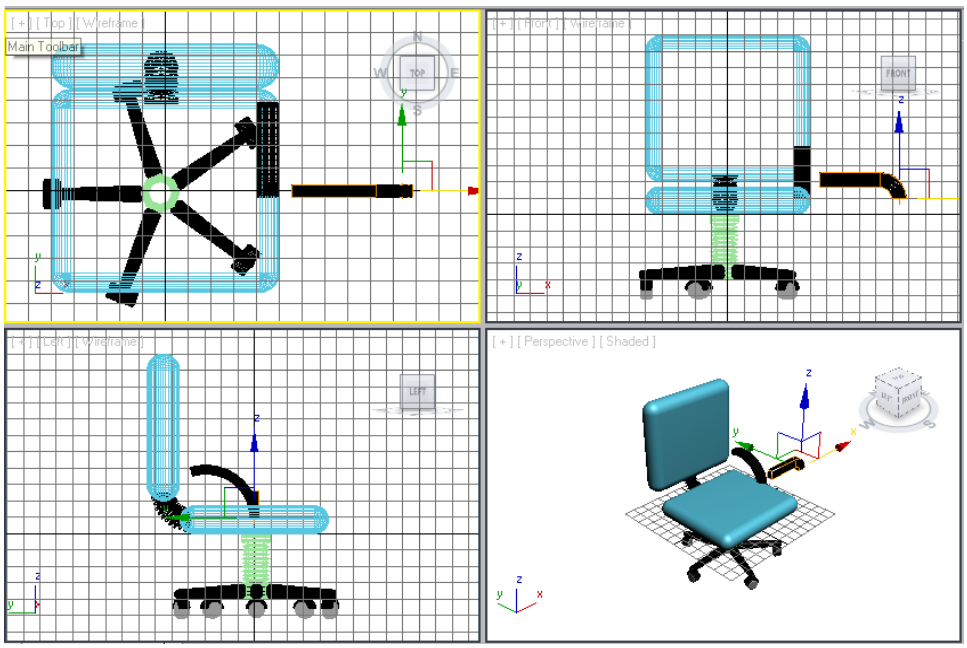

Figure 3-55 *The right hand support002 after modifying the values of the* ***Bend*** *modifier*
11. After entering the values, the *right hand support002* is modified, as shown in Figure 3-55.